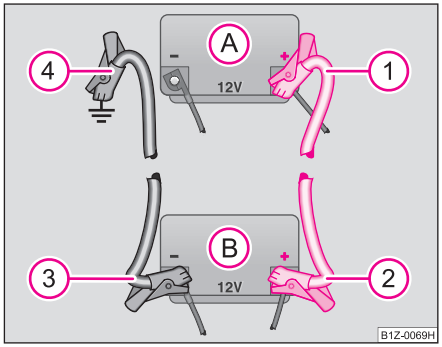

Fig. 159 Executarea pornirii cu ajutorul bateriei altui autovehicul: A - bateria descărcată, B -bateria furnizoare de curent
– Prindeți un capăt la polul plus (1) ⇒ fig. 159 al bateriei descărcate (A).
– Prindeți celălalt capăt la polul plus (2) al bateriei care furnizează curent (B).